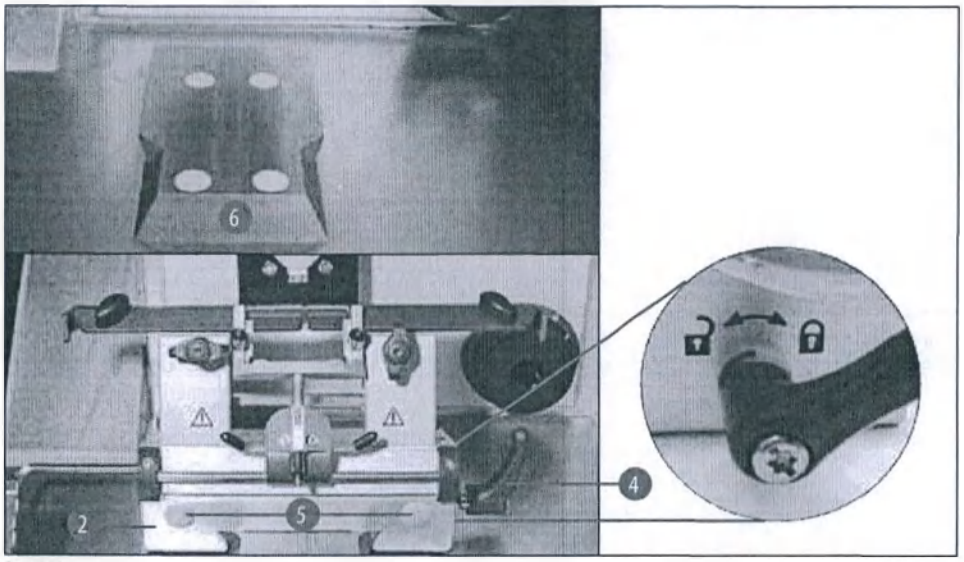

Рис. 25
- Переместите держатель ножа/лезвия (→ Рис. 25-2) спереди на направляющую "ласточкин хвост" (→ Рис. 25-6) и зажмите с помощью зажимного рычага (→ Рис. 25-4). Переместите зажимной рычаг по часовой стрелке (в направлении символа "замка") на правой стороне основания держателя ножа/лезвия (подробности см. на (→ Рис. 25)). Для перемещения основания слегка отпустите зажимной рычаг, чтобы предотвратить нежелательное соскальзывание в направлении держателя образца! Переместите зажимной рычаг против часовой стрелки (в направлении символа "открытого замка") на правой стороне основания держателя ножа/лезвия (подробности см. на (→ Рис. 25)).